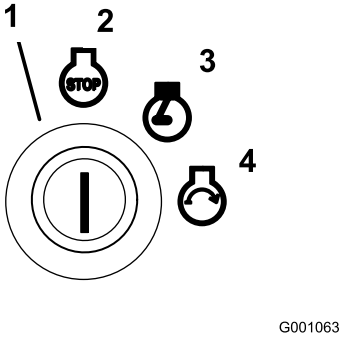

Figur 14
6. Drej tændingsnøglen med uret til positionen Run (Kør) (Figur 14).
9. Drej nøglen til startpositionen. Gløderørskontrollampen tændes. Slip nøglen, når motoren starter (Figur 14).
2. Drej tændingsnøglen med uret til positionen Run (Kør) (Figur 14).
4. Drej tændingsnøglen til positionen Off (Fra) (Figur 14). Vent, til alle bevægelige dele er standset, før du forlader betjeningspositionen.